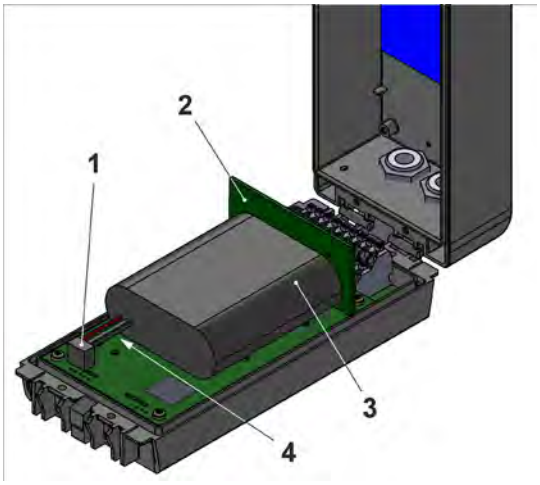

Fig. 48-2 Remplacement de la batterie (ici : dans boîtier S – version spéciale)
2. Débrancher la fiche de la batterie (Fig. 48-2, pos. 1).